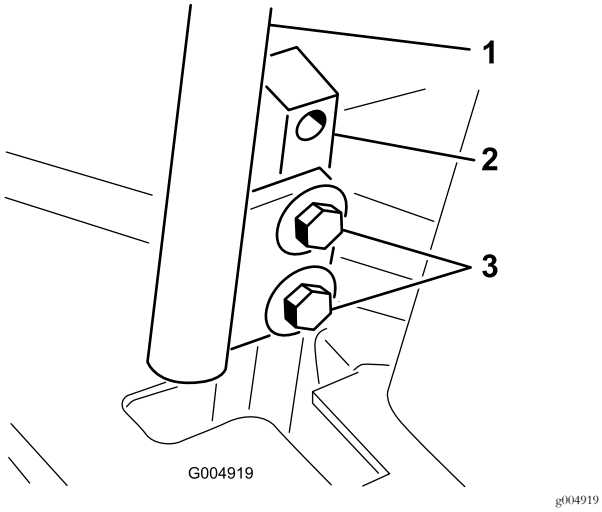

Figuur 59
3. Draai de bouten los waarmee de rijhendels zijn vastgezet (Figuur 59).